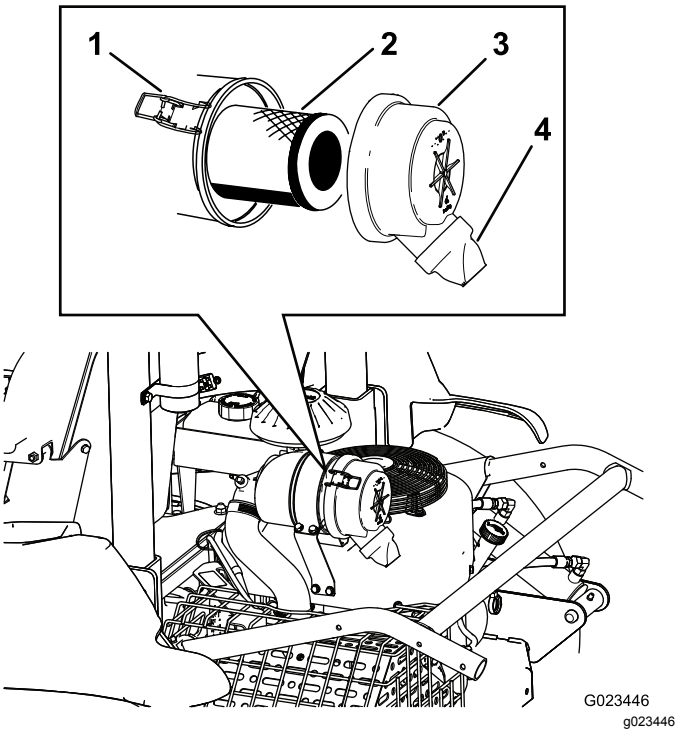

**Рисунок 42**
2. Отпустите защелки, фиксирующие крышку воздухоочистителя на его корпусе (Рисунок 42).